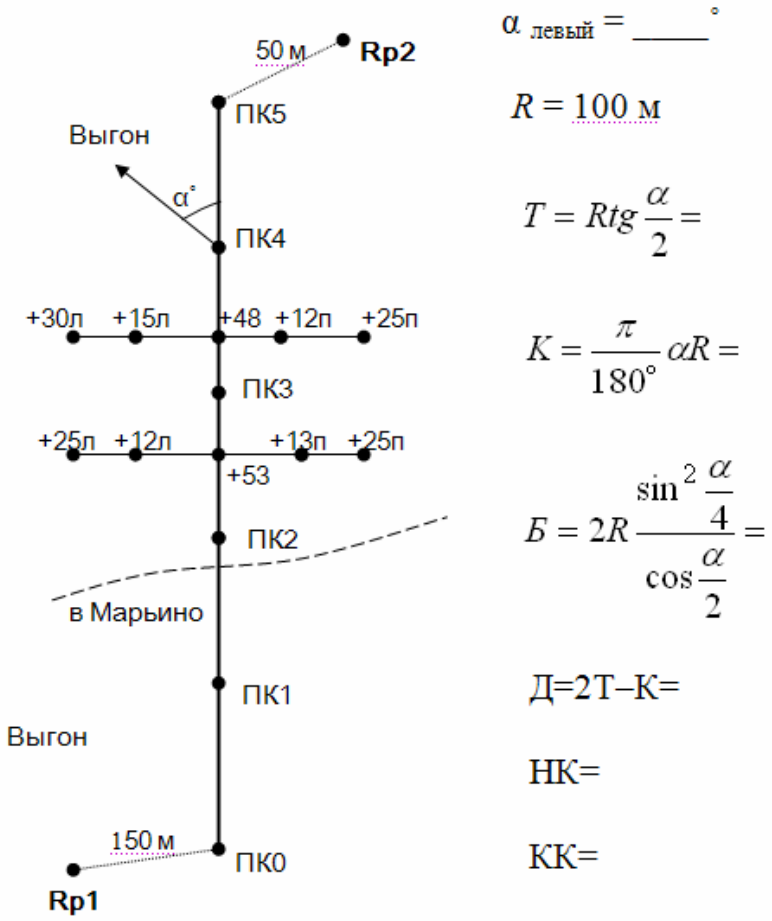

Рис. 5. Пикетажный журнал
3. Пикетажный журнал (рис. 5), где трасса вытянута в одну линию. Здесь показана разбивка трассы по пикетам, указаны места расположения реперов относительно оси трассы, местонахождение поперечников и плюсовых точек.
10. Построить продольный профиль трассы по материалам пикетажного журнала (рис. 5) и журнала геометрического нивелирования (табл.7).